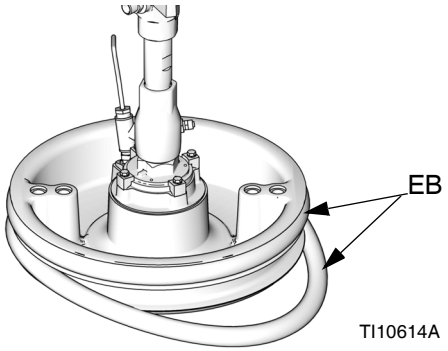

FIG. 34
1. Con una herramienta de madera o plástico para evitar dañar el rascador (EB), limpie todo el material de las ranuras de la junta.
2. *Trabajando desde abajo*, incline un rascador (EB) sobre la parte trasera del plato (AD). Consulte la FIG. 34.
3. Inserte el rascador (EB) en la ranura superior y haga pasar la parte delantera del rascador por la ranura.
4. Si se utiliza un plato de 200 l (55 gal.), inserte el segundo rascador (EB) en la ranura inferior y haga pasar la parte delantera del rascador por la ranura.